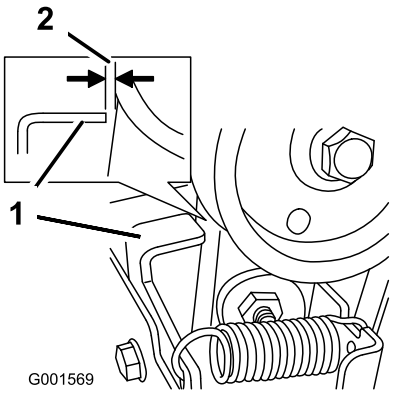

Figure 37
3. With the auger/impeller lever disengaged, ensure that the gap between the auger clutch assembly and the tab is 1/16 inch (1.5 mm) (Figure 37).